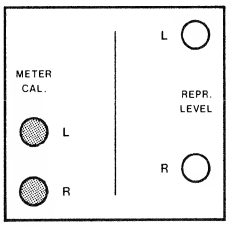

Fig. 6.4.–4
– Effectuez les commutations selon la fig. 6.4.–3.
– A l'aide des réglages METER CAL. L + R (fig. 6.4.–4) gauche et droit, étalonnez les VU-mètres sur 0 dB.